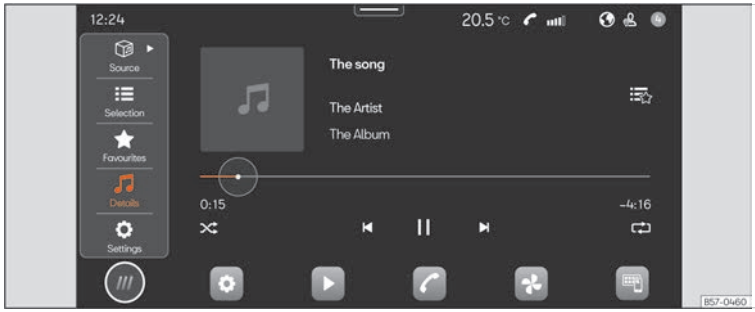

Fig. 165 Schematic diagram: Media view
- Press **HOME** > ▶ ››› Fig. 165.